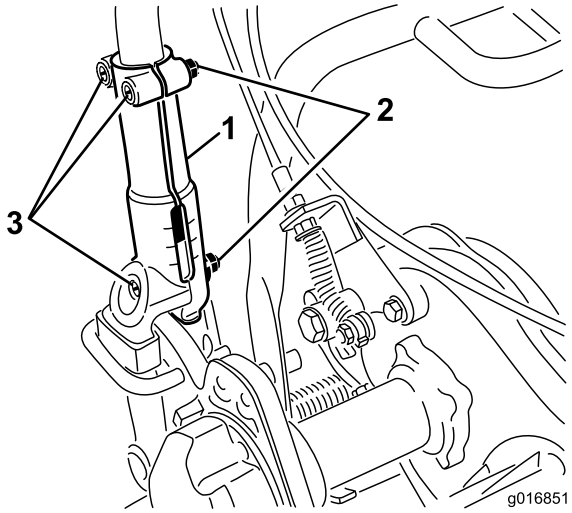

Figur 23
1. Løsne de tre låseboltene og mutrene som fester hver side av håndtakene i håndtaksklemmene (Figur 23).